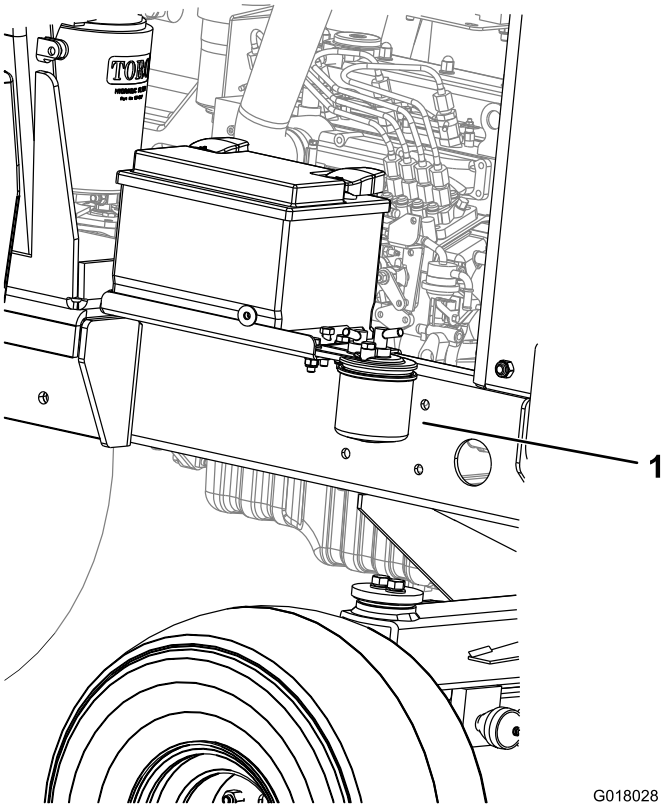

Figur 54
1. Sätt en ren behållare under bränslefilterskålen (Figur 54).